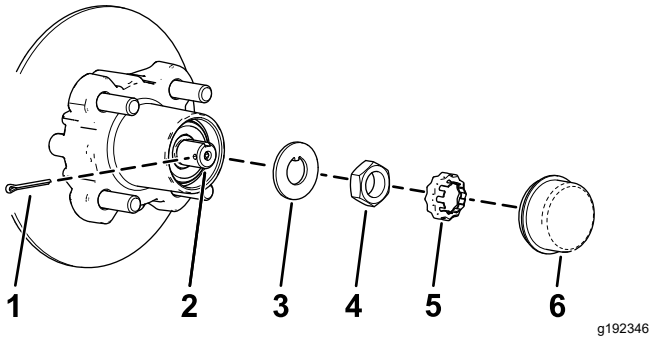
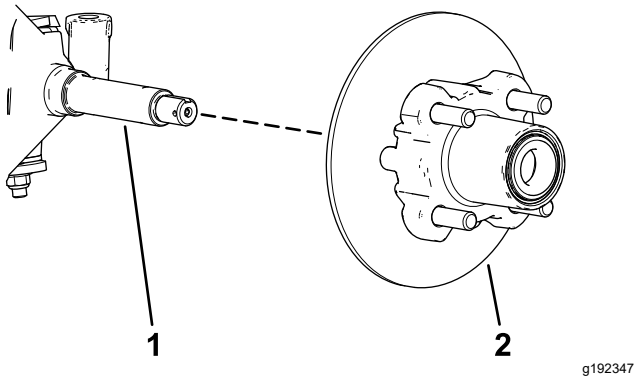

Figur 33
Figur 34
4. Fjern støvhætten fra navet (Figur 33).
5. Fjern låseclips og møtrikholder fra spindlen og spindelmøtrikken (Figur 33).
6. Fjern spindelmøtrikken fra spindlen og adskil nav- og rotorsamlingen fra spindlen (Figur 33 og Figur 34).